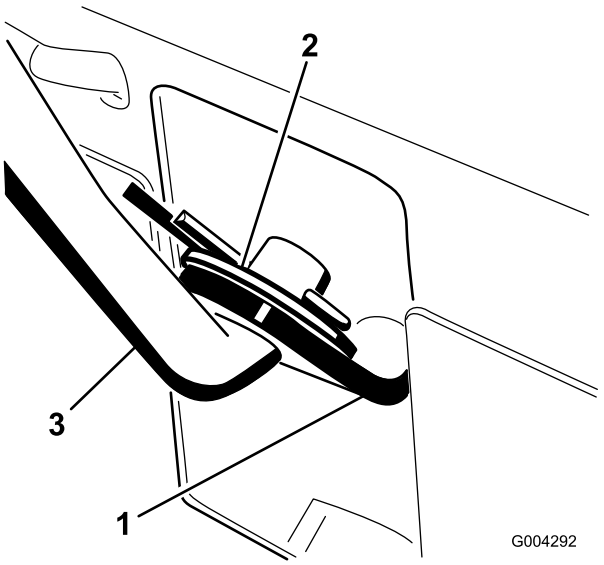

Bild 6
1. Ziehen Sie den Schalthebelarm (Bild 6) ganz heraus.
3. Bauen Sie die Schalthebelstange im Schalthebelarm ein, bringen Sie eine Unterlegscheibe an der Stange an und befestigen Sie diese mit einem Splint (Bild 6).